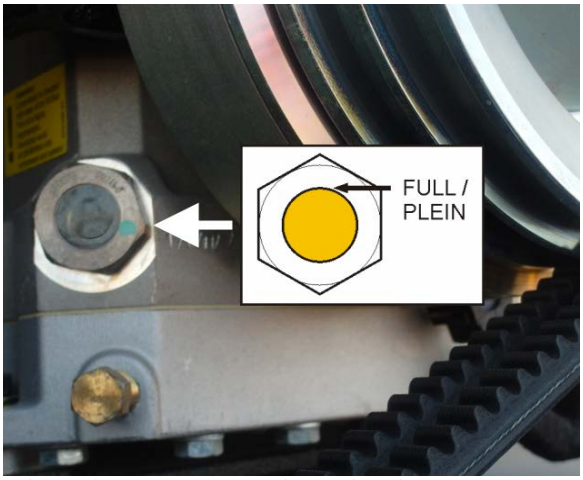

FIGURE 34 : VERRE DE REGARD GAUCHE
- *Verre de regard gauche : pleine hauteur du verre de regard (Figure 34).*